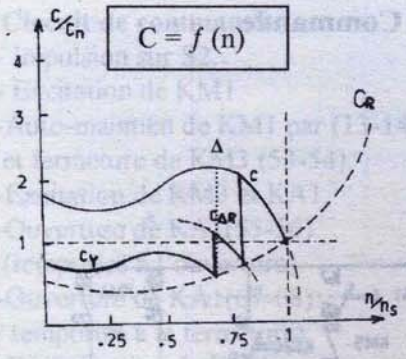

fig. 1
- Les caractéristiques données ci-dessous fig. 1 et 2 reflètent bien une étape intermédiaire matérialisée par le couplage **(ΔR)**.